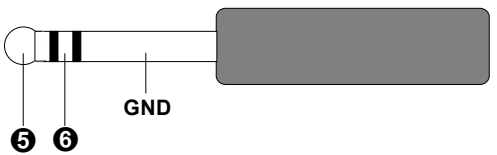

fig. 1: connection diagram for a plug patched into socket ❹
❶, ❷, ❸ : three internally linked sockets, one of which (❶) is a 6.3 mm **mono jack socket**
❹ : socket for 6.3 mm **stereo jack**
❺ : socket internally linked to the **tip** of the plug inserted into socket ❹ (see fig. 1)
❻ : socket internally linked to the **ring** of the plug inserted into socket ❹ (see fig. 1)